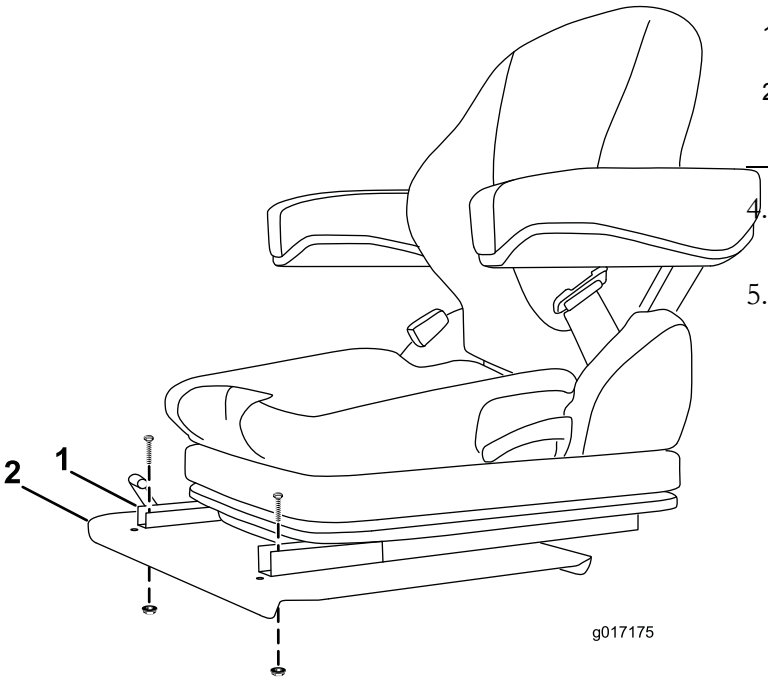

Bild 9
2. Befestigen Sie die Vorderseite jeder Sitzführung mit einer Schraube und einer Bundmutter an der Sitzplatte (Bild 9).